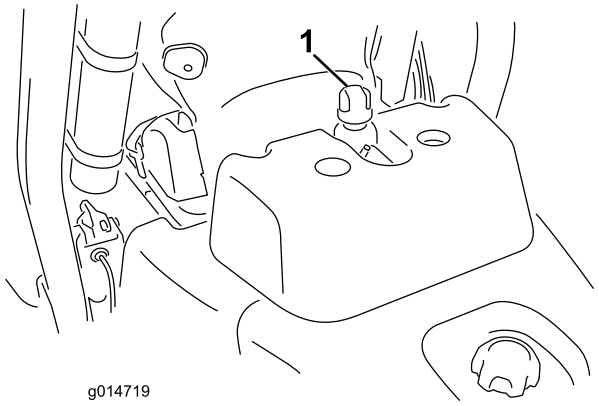

Figuur 31
2. Verwijder de dop van het reservoir (Figuur 31).